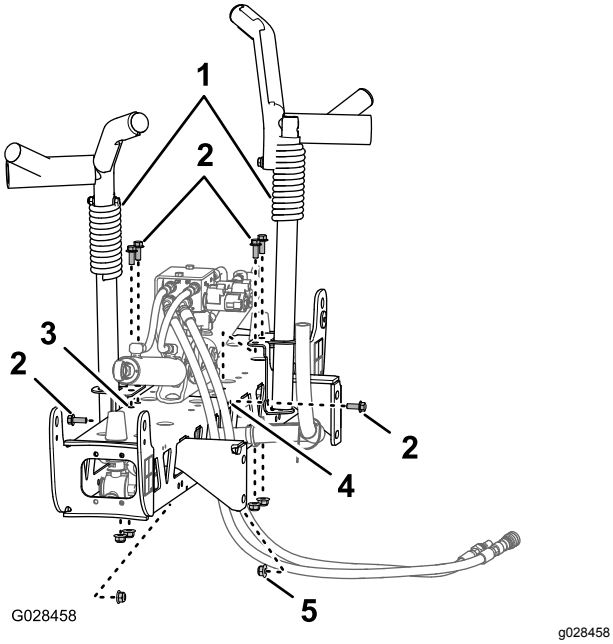
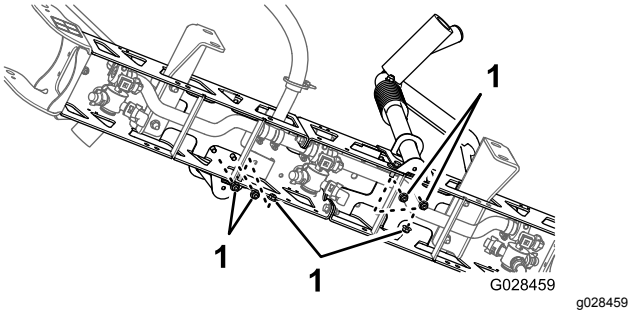

Figur 27
Figur 28
2. Rett inn bomtransportunderstellet med den midtre bomseksjonen (Figur 27).
3. Monter understellet til bomseksjonen (Figur 27) og (Figur 28) med seks bolter (⅜ x 1 tomme) og seks flenslåsemuttere (⅜ tomme).